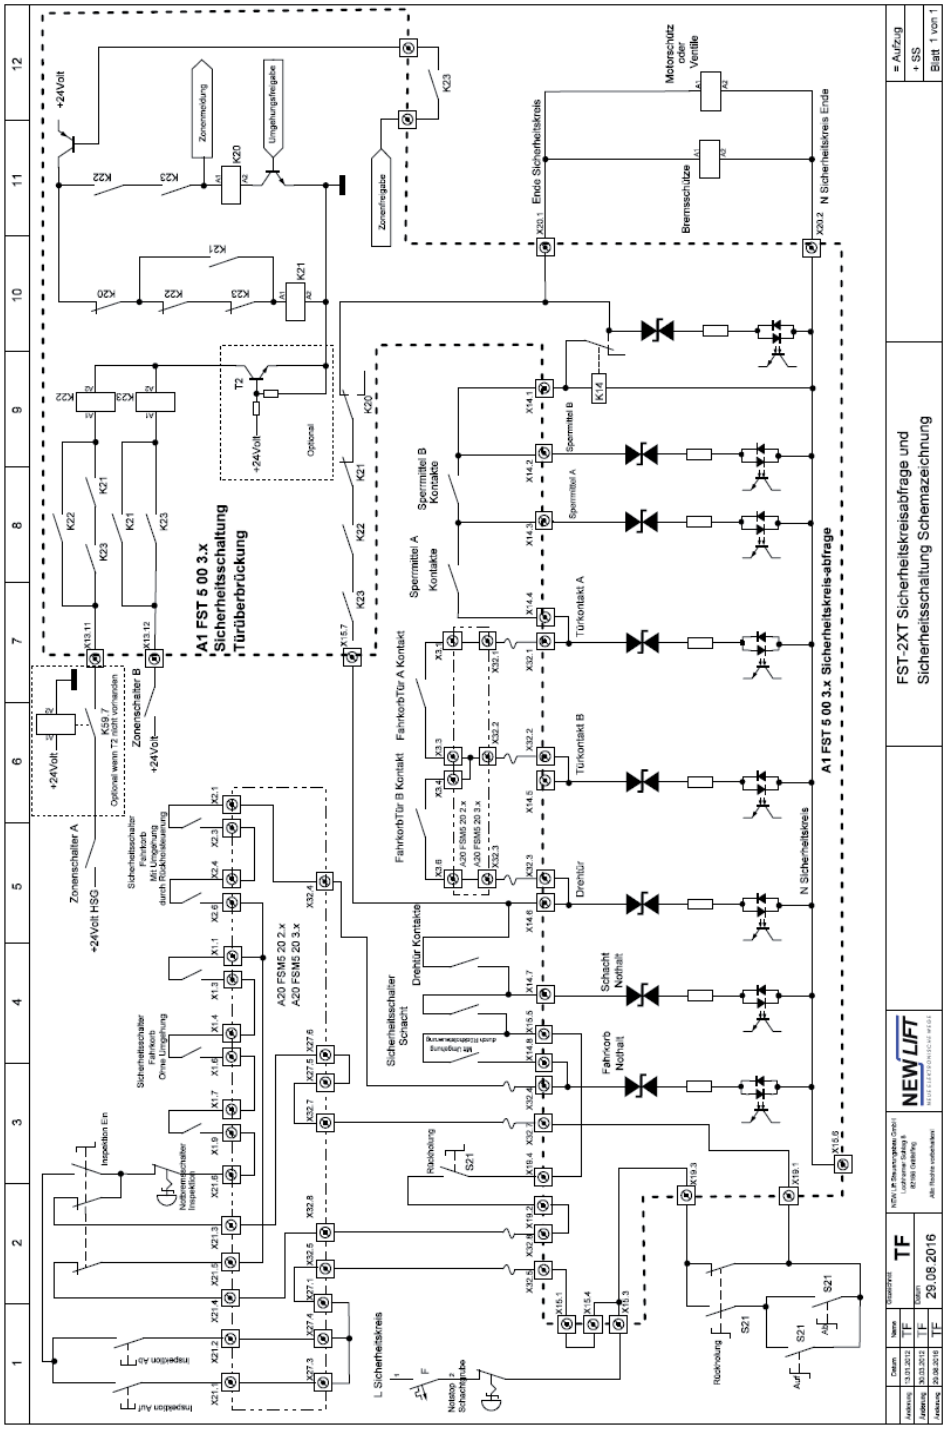

Figure 2: Wiring diagram of the safety circuit scan control and safety circuit bypass control Type FST-2XT
Depicted on the following page is the wiring diagram of the safety circuit scan control and safety circuit bypass control (figure 2).
2.5 The wiring must be implemented according to "FST-2XT safety circuit scan control and safety circuit bypass control schematic drawing" figure 2 (e.g., N-wire at X15.6, return wire of the contactors and valves at X20.2; X14.1 not connected to X15.7).